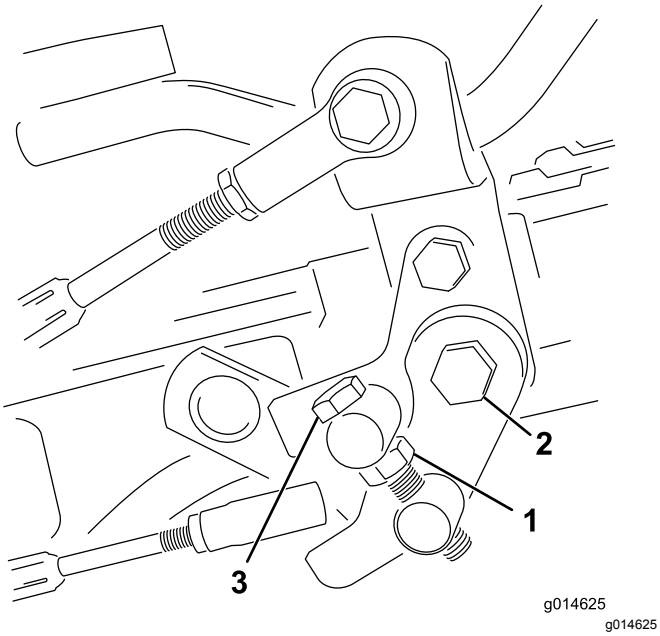

Rysunek 40
1. Poluzuj przeciwnakrętkę na śrubie czopu (Rysunek 40).
4. Dokręć przeciwnakrętkę na śrubie czopu oraz nakrętkę na osi pedału, aby zablokować położenie regulacji (Rysunek 40). Sprawdź efekt regulacji i w razie potrzeby dokonaj korekty.